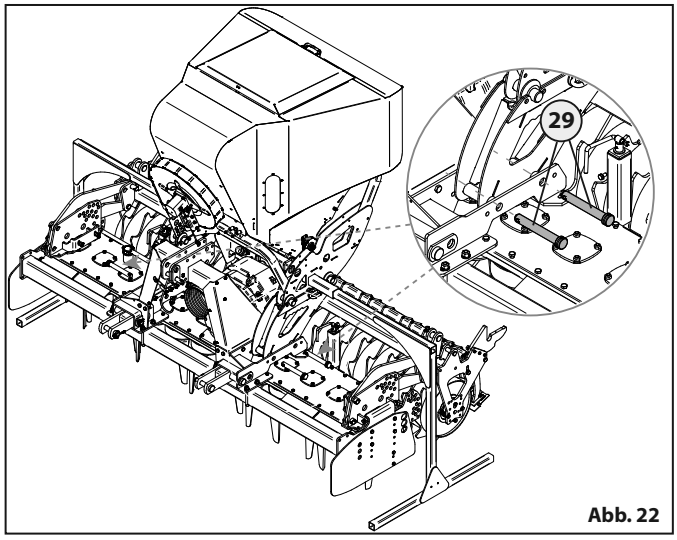

Abb. 22
- Die Stifte **29** und die Klappstecker **30** einsetzen, um die Anschlüsse **A** und **B** „Abb. 22" zu blockieren.